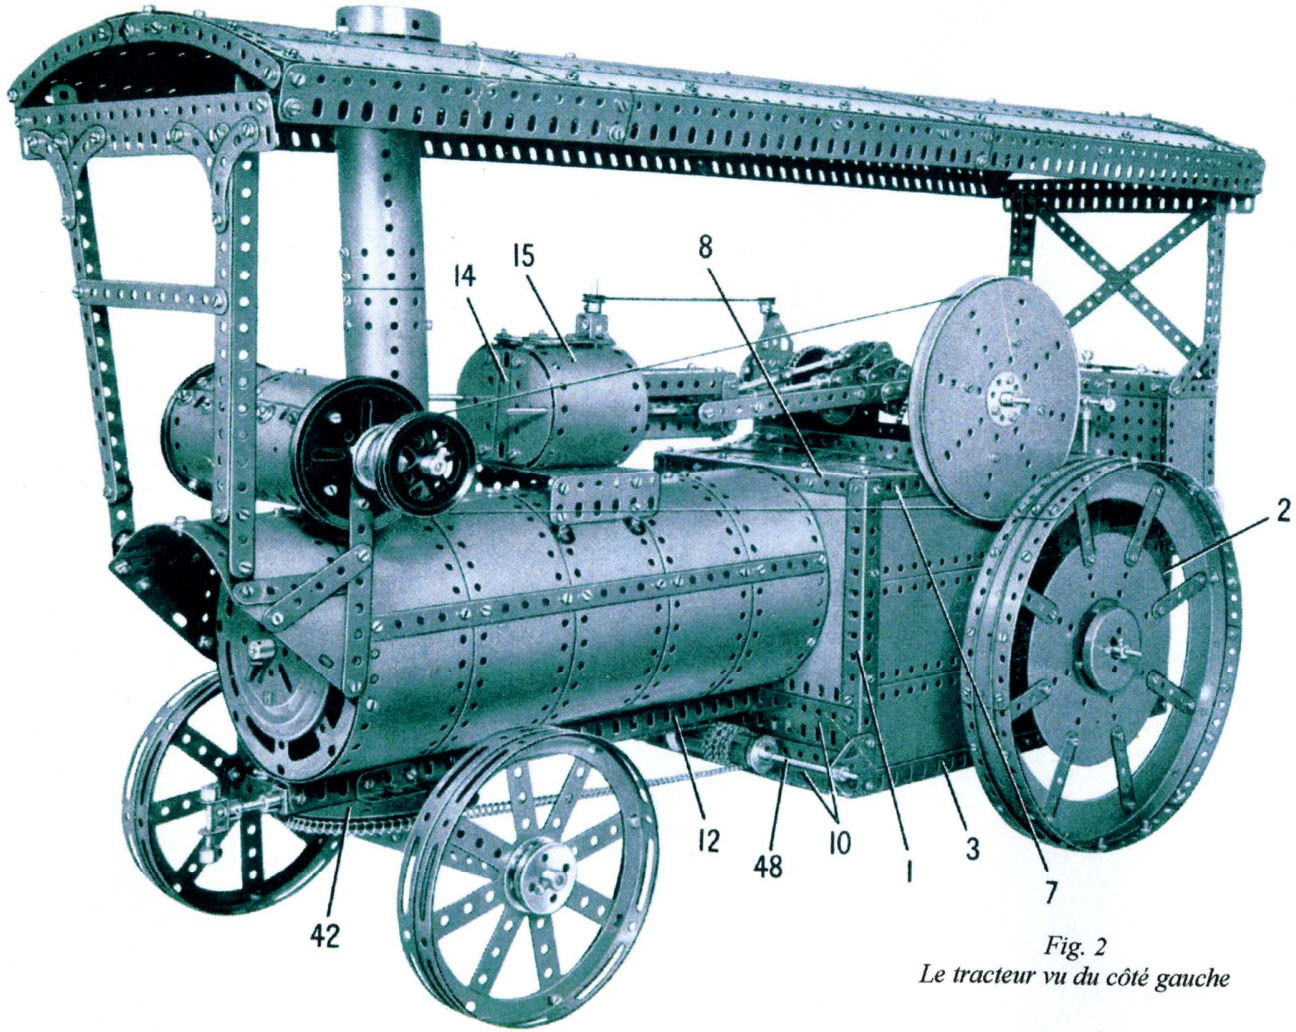
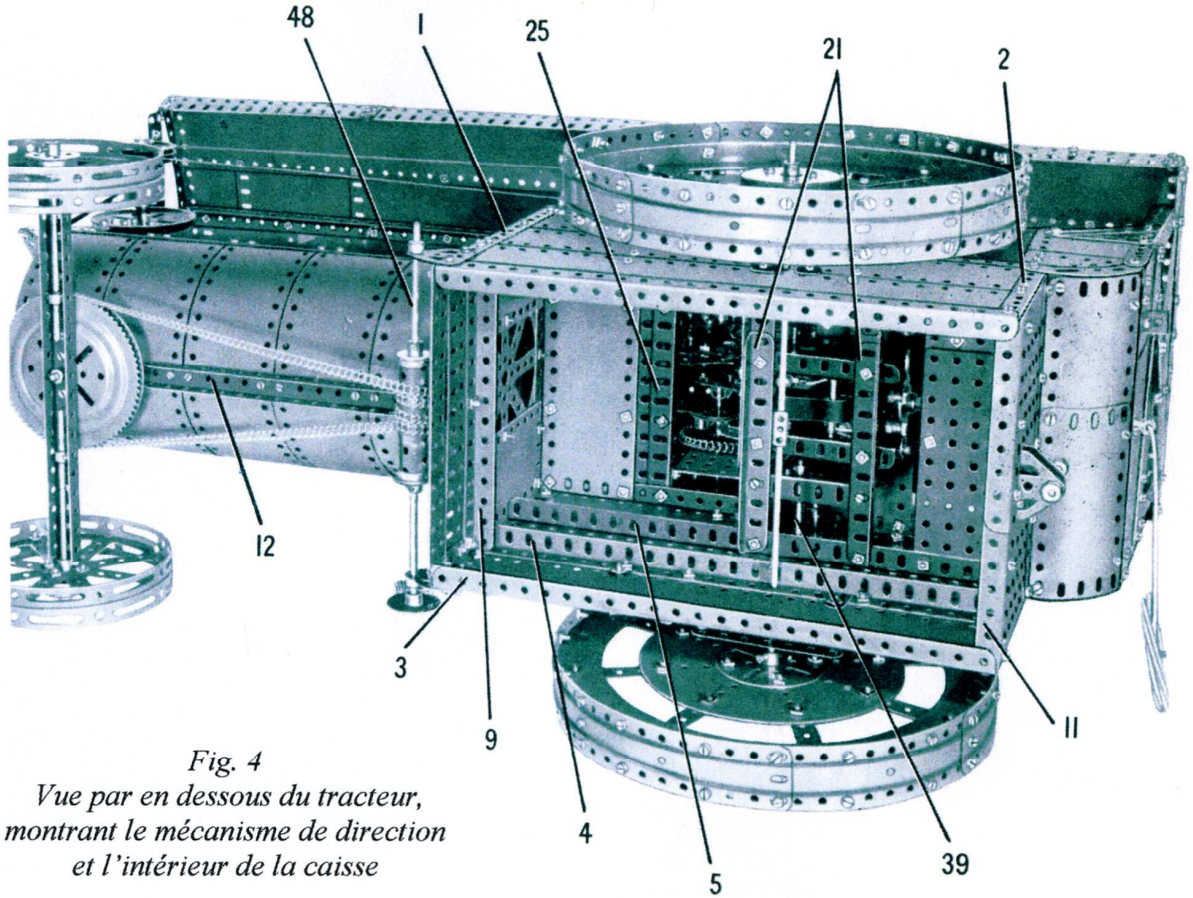

Fig. 2
Fig. 4
Chaque côté de la caisse est assemblé sur un cadre formé par une cornière de 15 trous (1) et une cornière composée (2), reliées par des cornières de 25 trous (3), (4) et (5) (Fig. 4). La cornière (2) consiste en une cornière de 11 trous et une de 9 trous boulonnées ensemble. Une autre cornière de 25 trous (6) (Fig. 6) est boulonnée sur le côté droit du modèle, mais sur le côté gauche une cornière de 19 trous (7) est utilisée, de façon à ménager une ouverture à l'arrière pour l'accès à la plate-forme de conduite. Le côté droit est couvert par trois plaque-bandes de 25 x 5 trous, et le côté gauche par deux plaque-bandes de 25 x 5 trous et une de 19 x 5 trous.
Les deux côtés sont réunis à l'avant par une cornière de 15 trous (8) (Fig. 6) et une autre cornière semblable (9) (Fig. 4). L'avant est partiellement couvert par une plaque flexible de 11 x 5 trous placée verticalement de chaque côté, et par deux poutrelles plates de 15 trous (10) (Fig. 2).
À l'arrière les côtés sont réunis par une cornière composée (11) (Fig. 4), constituée par deux cornières de 9 trous se recouvrant sur trois trous. La partie inférieure de l'arrière de la caisse est couverte par trois plaques flexibles de 11 x 5 trous placées verticalement. Ces plaques sont prolongées vers le haut par deux plaques sans rebord de 9 x 5 trous et une plaque flexible de 9 x 5 trous, placées verticalement et bordées à leur partie supérieure par deux cornières de 9 trous se recouvrant sur trois trous. Le plancher de la plate-forme de conduite est fait d'une plaque sans rebord de 11 x 5 trous et une de 9 x 5 trous, se
La Fig. 4 montre comment sont assemblés les côtés de la soute à charbon. L'arrière de la soute est formé de deux plaques sans rebord de 11 x 7 trous attachées aux côtés par des équerres. Le fond arrondi est formé de deux plaques flexibles de 9 x 5 trous se recouvrant sur trois trous et attachées à des équerres à 135 degrés. Un couvercle à charnières est monté comme le montre la Fig. 6.
La chaudière est montée sur deux cornières de 25 trous boulonnées ensemble pour former une poutrelle en U (12). La chaudière est formée de cinq plaques composées, chacune faite d'une plaque-bande de 25 x 5 trous et d'une plaque flexible de 11 x 5 trous boulonnées bout à bout et cintrées pour former un cylindre. Une cornière de 25 trous est fixée à l'intérieur de la chaudière, diamétralement opposée à la poutrelle (12), et deux bandes de 25 trous sont boulonnées latéralement. L'avant et l'arrière de la chaudière sont des flasques circulaires à rebord, mais avant de mettre en place le flasque avant, le flasque arrière doit être boulonné aux cornières (8) et (9) de la caisse (Figs. 2 et 4). À l'avant, un plateau à rebord de roulement à billes est boulonné sur le flasque circulaire, et une cheville filetée est fixée dans un raccord taraudé monté sur un boulon de 12 mm.
Le bloc cylindres (Figs. 2 et 3)
L'avant du bloc cylindres est formé d'une plaque flexible de 5 x 3 trous (14) (Fig. 2) sur laquelle sont fixées deux plaque semi-circulaires. L'arrière est formé de deux plaques semi-circulaires. L'avant et l'arrière sont réunis par quatre bandes coudées de 5 x 1 trous, et une plaque flexible de 9 x 5 trous (15) est courbée et boulonnée aux bandes coudées de chaque côté. Les deux bandes coudées inférieures sont boulonnées sur la plaque à rebords (13). Les bords supérieurs des plaques (15) sont reliés aux bandes coudées par des boulons de 9,5 mm avec la partie filetée pointant vers le haut. Le dessus du bloc cylindres est une plaque flexible de 5 x 3 trous bordée par des bandes de 5 trous et de 3 trous, et il est fixé par des écrous sur les parties filetées des boulons de 9,5 mm. Un cavalier est fixé à l'arrière de la plaque flexible de 5 x 3 trous, et il supporte une tringle de 5 cm qui représente la tige du régulateur de vitesse. La tringle est maintenue par une bague d'arrêt et une poulie à moyeu de 12 mm.
L'entraînement du modèle (Figs. 4 et 7)
Le modèle est entraîné par un moteur électrique E20R logé dans la caisse, supporté par deux cornières composées (21) (Fig. 4) attachées aux cornières (5) de chaque côté. Chaque cornière (21) est formée de deux cornières de 11 trous se recouvrant sur 7 trous. Le levier de commande du moteur est prolongé par une bande de 5 trous munie d'un boulon de 12 mm servant de poignée.